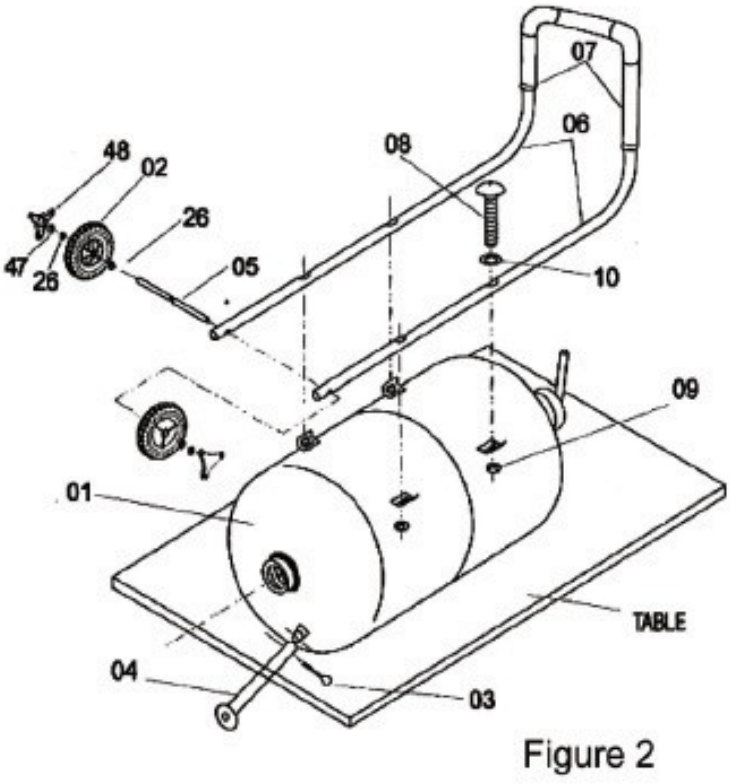

Figure 2
5. Установите бак для абразивно обработки на ровную поверхност (например, на верстак или столешницу) та чтобы кронштейны для крепления руч были обращены вверх. (Рисунок 2)
6. Совместите 4 отверстия ручки (06) четырьмя отверстиями в монтажны кронштейнах ручки.